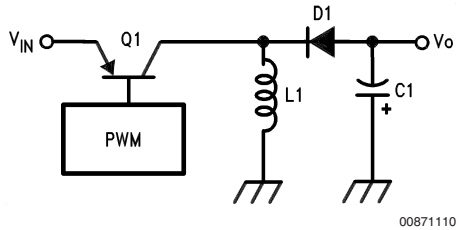

**FIGURE 20. Basic Inverting Regulator**
*Figure 20* shows the basic configuration for an inverting regulator. The input voltage is of a positive polarity, but the output is negative. The output may be less than, equal to, or greater in magnitude than the input. The relationship between the magnitude of the input voltage and the output voltage is $V_o = V_{in} \times (t_{on}/t_{off})$.